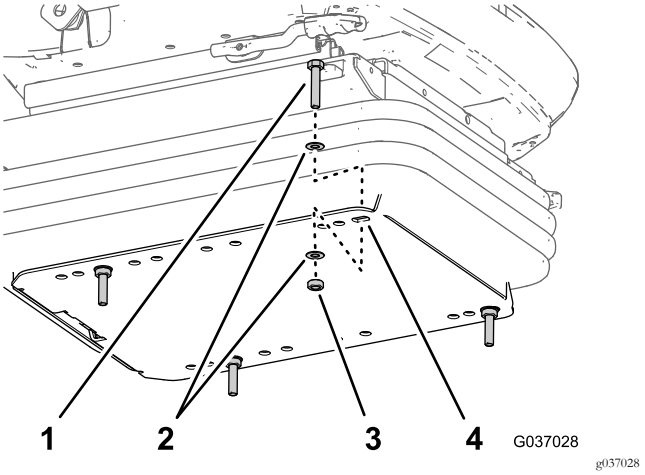

Figur 14
2. Monter fire hodeskruer (8 x 40 mm), åtte skiver (8 x 17 mm) og fire muttere (vanlig, 8 mm) til hullene i flensen av bunnplaten (Figur 14) som du fant i trinn 1.